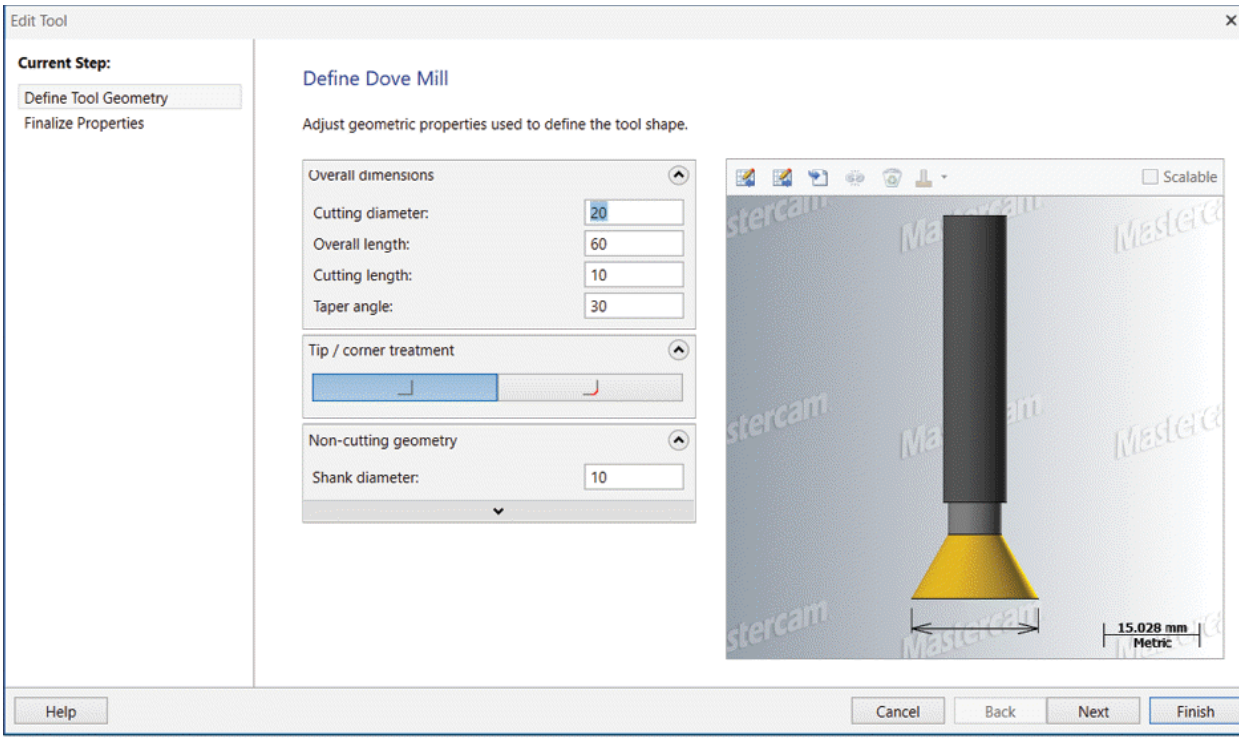

Figure-35. Edit Tool dialog box
- Click on the **Edit tool** option from the shortcut menu. The **Edit Tool** dialog box will be displayed; refer to Figure-35.